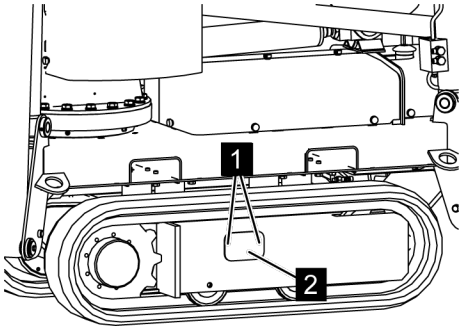

Fig. 103: Mounting the cover
5. *Mount the cover (*Fig. 103*/2) with the screws (*Fig. 103*/1).*